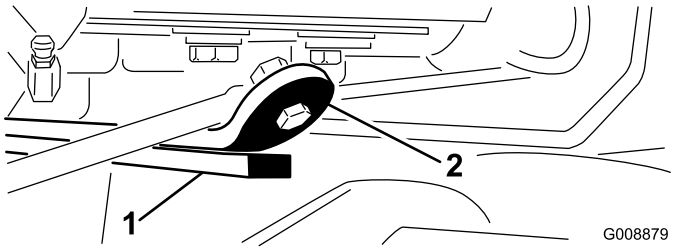

Figur 14
3. Starta motorn, höj klippenheterna och kontrollera att spelet mellan slitremmen överst på den bakre klippenhetens slitstång och stötdämparremmen är 0,51–2,54 mm (Figur 14).